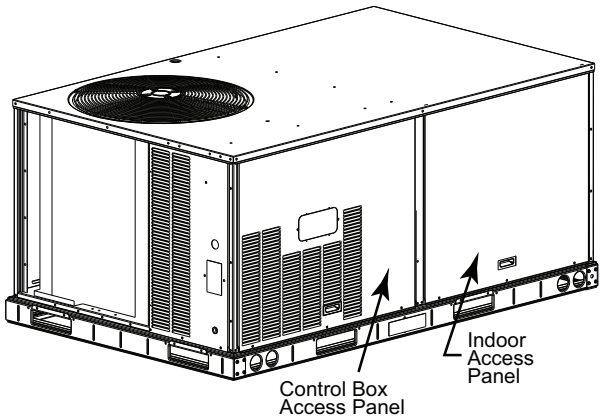

Fig. 5 — Typical Access Panel Location
2. Remove the outdoor access panel, control box cover, and indoor access panels from the unit. Save screws. See Fig. 5.